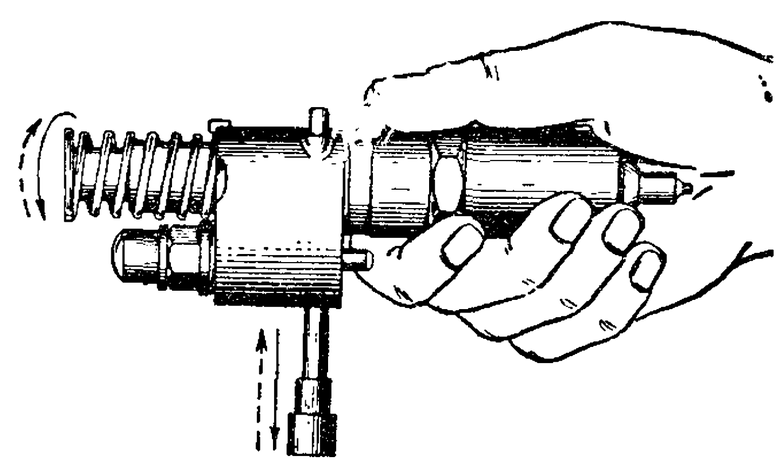

Рис. 57. Проверка хода рейки насос-форсунки
2. Держа насос-форсунку горизонтально и поворачивая ее вокруг продольной оси на 180°, проверяют легкость движений рейки насос-форсунки (рис. 57). Рейка в вертикальном положении должна свободно перемещаться под действием собственного веса на всей длине своего хода при любом положении толкателя. Наличие прихватов и заеданий укажет на погнутость рейки, на дефекты и загрязнение зубчатой пары рейка — шестерня или на дефекты в плунжерной паре.